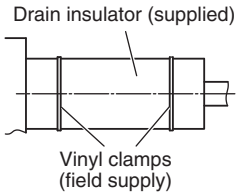

Fig. 3-9
(2) After connecting the drain pipe securely, wrap the supplied packing and drain pipe insulator around the pipe, then secure it with the vinyl clamps. (Fig. 3-9)